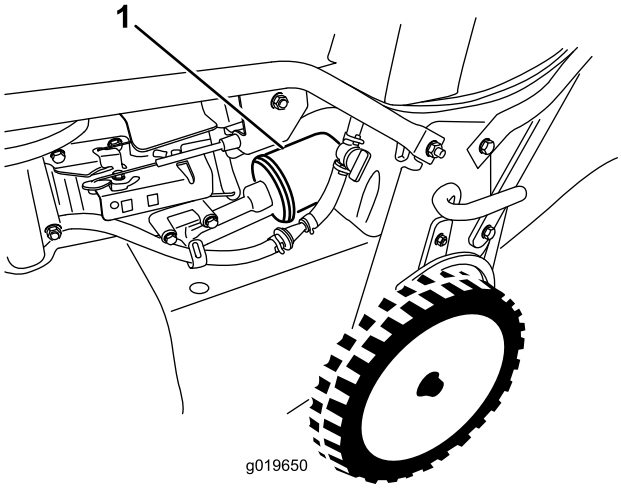

Figur 30
6. Fjern oljefilteret (Figur 30).